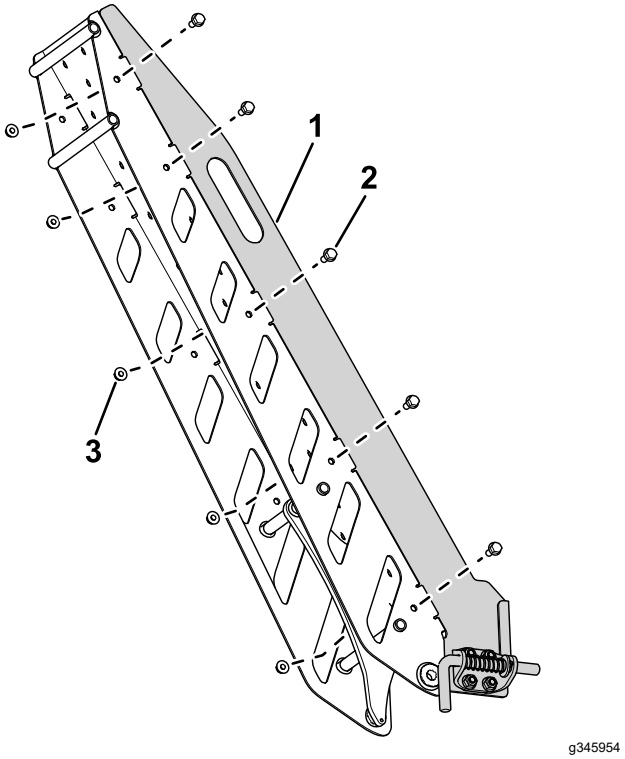

Rysunek 10
2. Użyj 10 śrub (5/16 x ¾ cala) i 10 nakrętek kontrujących (5/16 cala), aby zamocować listwę prowadzącą do zespołu najazdu (Rysunek 10).